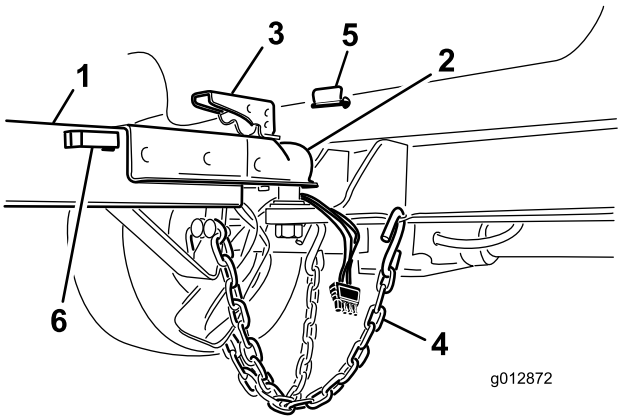

Rysunek 11
2. Unieś dźwignię złącza na końcu dyszla; jednocześnie opuszczaj końcówkę zaczepu na kulę (Rysunek 11).